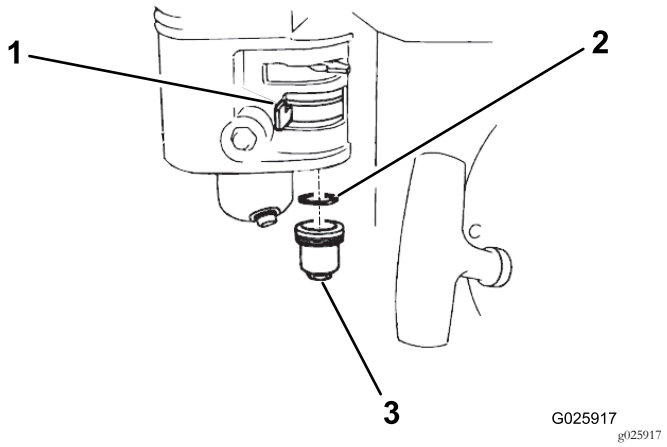

Figuur 35
1. Zet de brandstofklep UIT en verwijder de bezinkseldop en de O-ring (Figuur 35).